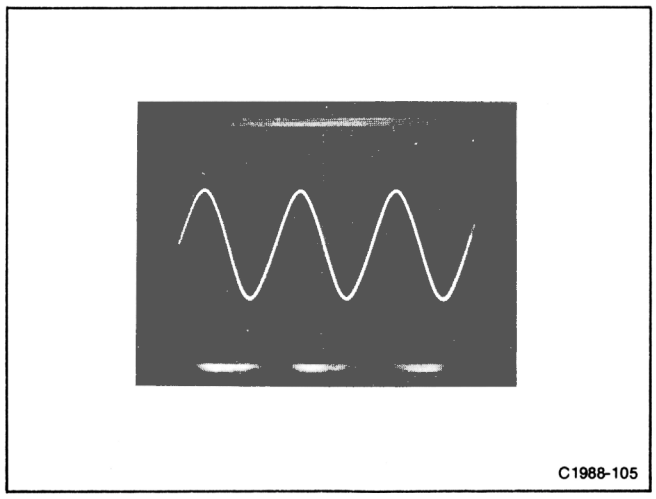

**Figure 4-7. Waveform at TP34 on the Power-Supply Inverter board with the line voltage at about 20 V.**
6. If no burst waveform occurred in part 4, repeat part 1 of this step. Then remove the current probe from the R7103 and the test oscilloscope. Connect a 10X voltage probe from the test oscilloscope to TP34 on the A23 Inverter Board (provided that access to that board has already been gained, remove the line inverter shield from the circuit board. TP34 is marked "TANK" on the A23 Inverter Board.) Set the variable autotransformer for 20 volts and check for a line-ripple waveform which is about dc centered (see Fig. 4-7). If the waveform is not centered check Q46, CR32, CR40, CR249, and CR45 on the A23 Inverter Board for shorts or leakage.